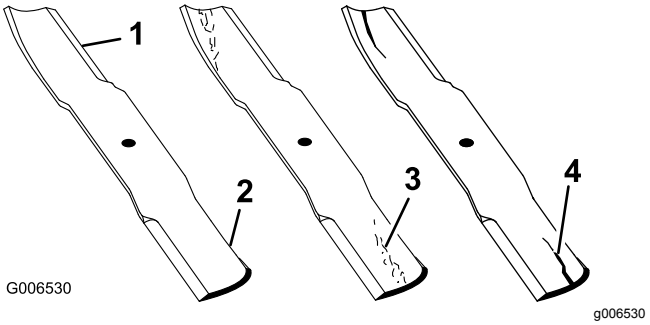

Bild 81
1. Untersuchen Sie die Schnittkanten (Bild 81).
4. Wenn Sie Risse, Verschleiß oder Rillenbildung in diesem Bereich feststellen, sollten Sie sofort ein neues Schnittmesser einbauen (Bild 81).